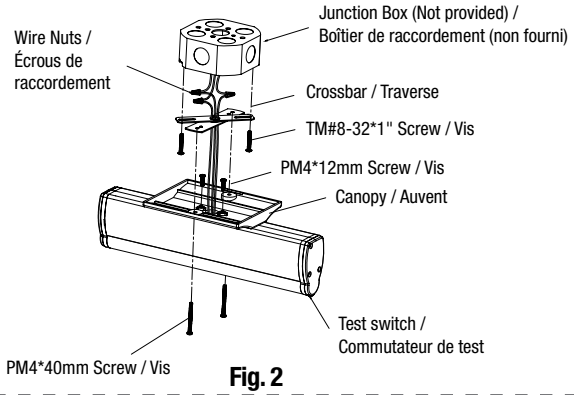

Fig. 2
1. Attach the crossbar to the junction box by screws(TM8#-32*-1") (See Fig.2).
4. Route the AC wires out of the housing(See Fig.2).
5. Assemble a canopy onto the main body assembly with (2 PCS) PM4*12mm screws(supplied)(See Fig.2).
8. Use (2PCS) PM4-40mm screws (supplied) tighten a canopy to the crossbar(See Fig.2).
1. Fixez la traverse au boîtier de raccordement à l'aide de vis (TM8#-32*-1") (voir fig. 2).
4. Faites passer les câbles d'alimentation hors du boîtier (voir fig. 2).
8. Utilisez (2) vis PM4-40 mm (fournies) pour fixer le auvent à la traverse (voir fig. 2).